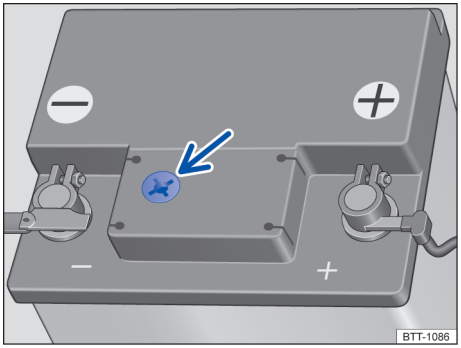

Fig. 182 No compartimento do motor: exemplo de posição do visor no lado superior da bateria do veículo.
– O visor redondo → Fig. 182 na parte superior da bateria do veículo muda de cor conforme o nível do eletrólito.